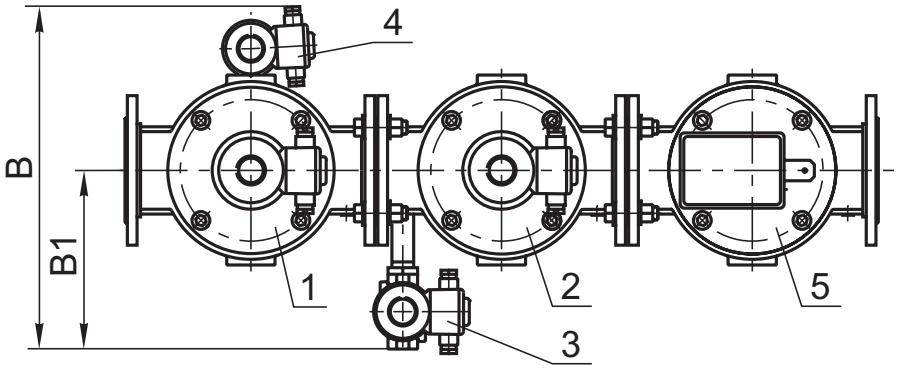
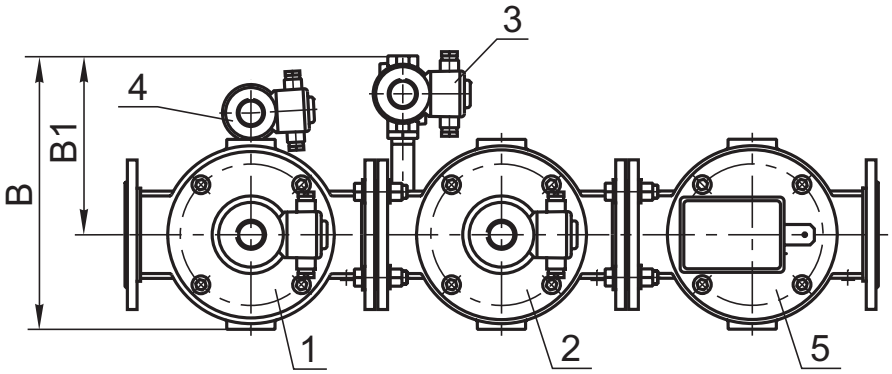

Рис. 21-51
Рис. 21-52
Блок (рис. 21-51, 21-52) состоит из следующих основных узлов и деталей:
Клапан свечи безопасности может располагаться справа по ходу газа (рис. 21-51) или слева (рис. 21-52).
* Габаритный размер «В» (ширина) приведен для правого исполнения блоков (рис. 21-51). Для левого исполнения блоков (рис. 21-52) данный размер необходимо уменьшить на 75 мм.